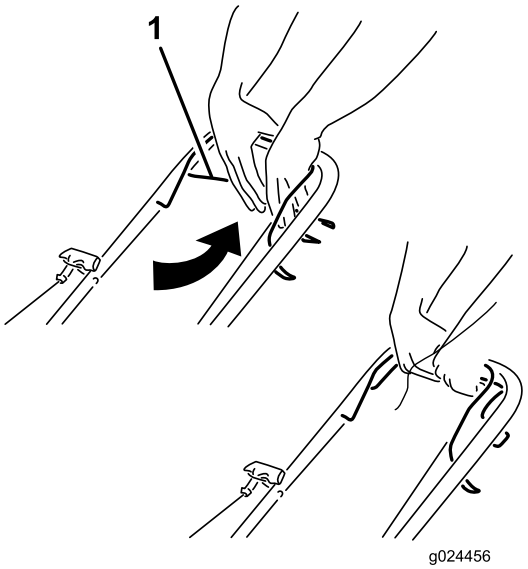

Figur 14
- **Så här aktiverar du självdrivningen:** Dra in självdrivningsstången mot handtaget och håll kvar den där (Figur 14).